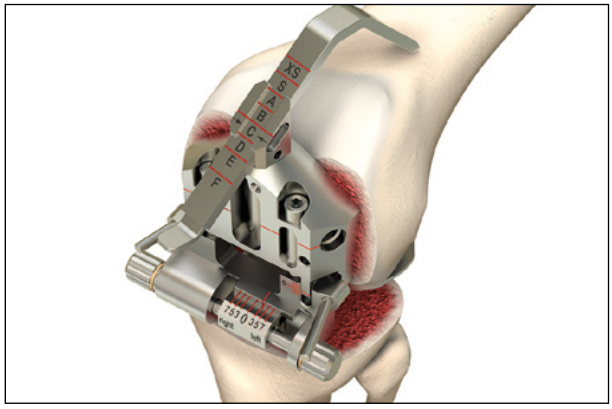

Fig. 20 Masa e femurit përcaktohet me ndihmën e ndjekësit të përparmë
- Masa e femurit përcaktohet me ndihmën e ndjekësit të përparmë të lartësisë së femurit, i cili vendoset në lartësinë e metafizës së femurit (Fig. 20)